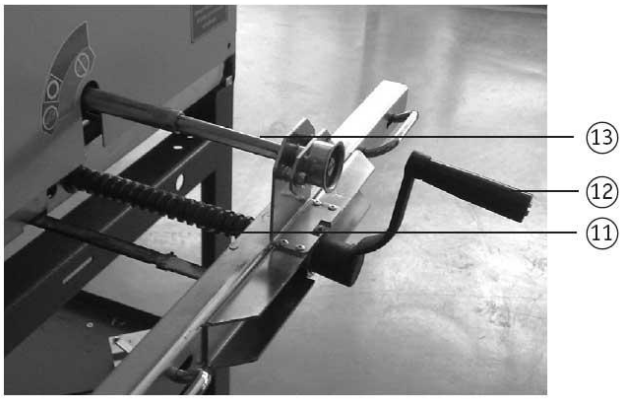
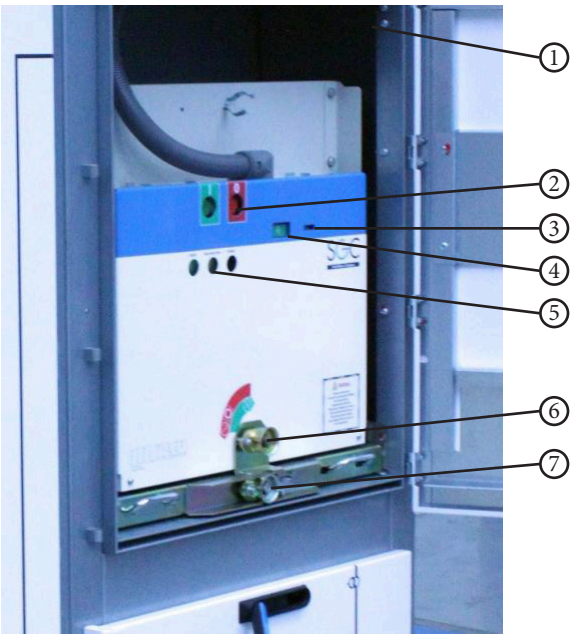

Figure 18
Figure 19
4.4.2 Embrochage de position test / déconnectée vers la position de service (figure 18)
Avant le contrôle, la fiche de connexion sera embrochée dans le connecteur femelle de la cellule (figure 19) ; Pour les unités débrochables munies de verrouillage électromagnétique (installé sur demande) l'alimentation sera appliquée ; le compartiment disjoncteur sera fermé et l'ISM sera déclenché. Le mécanisme d'embrochage sera manipulé par l'insertion de la poignée sur la tête carrée (figure 18) et tournée dans le sens des aiguilles d'une montre, conformément au sticker, jusqu'à la position stop et jusqu'à ce que le disjoncteur ISM soit en position de service.
Remarque : Lors du retrait de la poignée, il est essentiel que la tête carrée à ressort (figure 18) glisse en position ressort détendu. La tête est ainsi bloquée en place, empêchant toute rotation involontaire et l'ouverture des relais auxiliaires [(2)] signalant de ce fait la position débrochée de l'unité débrochable.
4.4.3 Débrochage de la position de service vers la position test / déconnectée (figure 19)
4.4.4 Retrait de la position test / déconnectée vers le chariot de transport (figure 19)
Le déclenchement et le verrouillage du disjoncteur ISM est activé par la rotation de la poignée d'embrochage (celle-là même qui permet l'embrochage et le débrochage de l'unité débrochable, par l'introduction de la poignée sur la tête carrée du verrouillage) lorsque la porte du compartiment disjoncteur est fermée (Figure 19).
Le déverrouillage manuel du disjoncteur ISM est activé par la rotation de la poignée placée sur l'axe a tête carrée du verrouillage, au travers du trou de passage, lorsque la porte du compartiment disjoncteur est fermée (Figure 19)
4.5.3 « Enclenchement » électrique de l'ISM (Figure 19)
4.5.4 « Déclenchement » électrique de l'ISM (Figure 19)
4.5.5 Indicateur de position des contacts principaux de l'ISM (Figure 19)